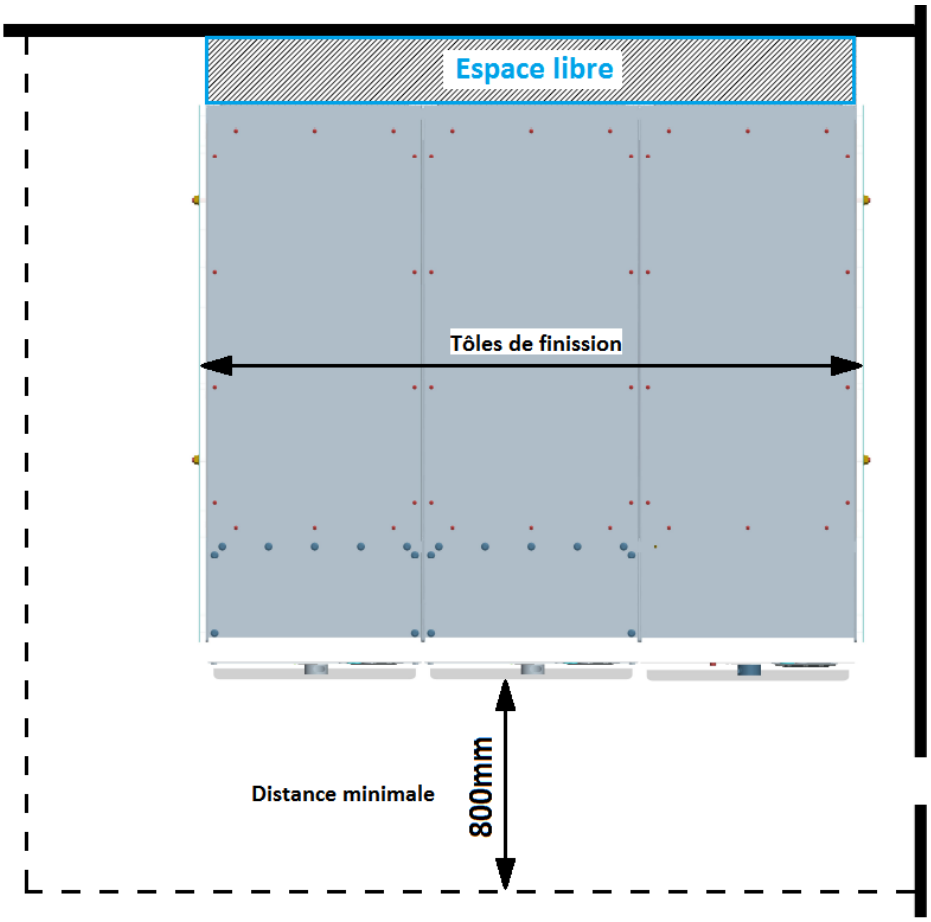

Figure 1: Vue en élévation du tableau installé
- Entre l'arrière des cellules et le mur du local d'installation, respecter un espace libre suffisant comme décrit dans la Figure 1 ci dessous. Cette implantation correspond à un montage dont les tôles de fermetures latérales vont jusqu'au mur situé à l'arrière de d'installation. De cette façon, l'espace libre à l'arrière des cellules est complètement fermé.